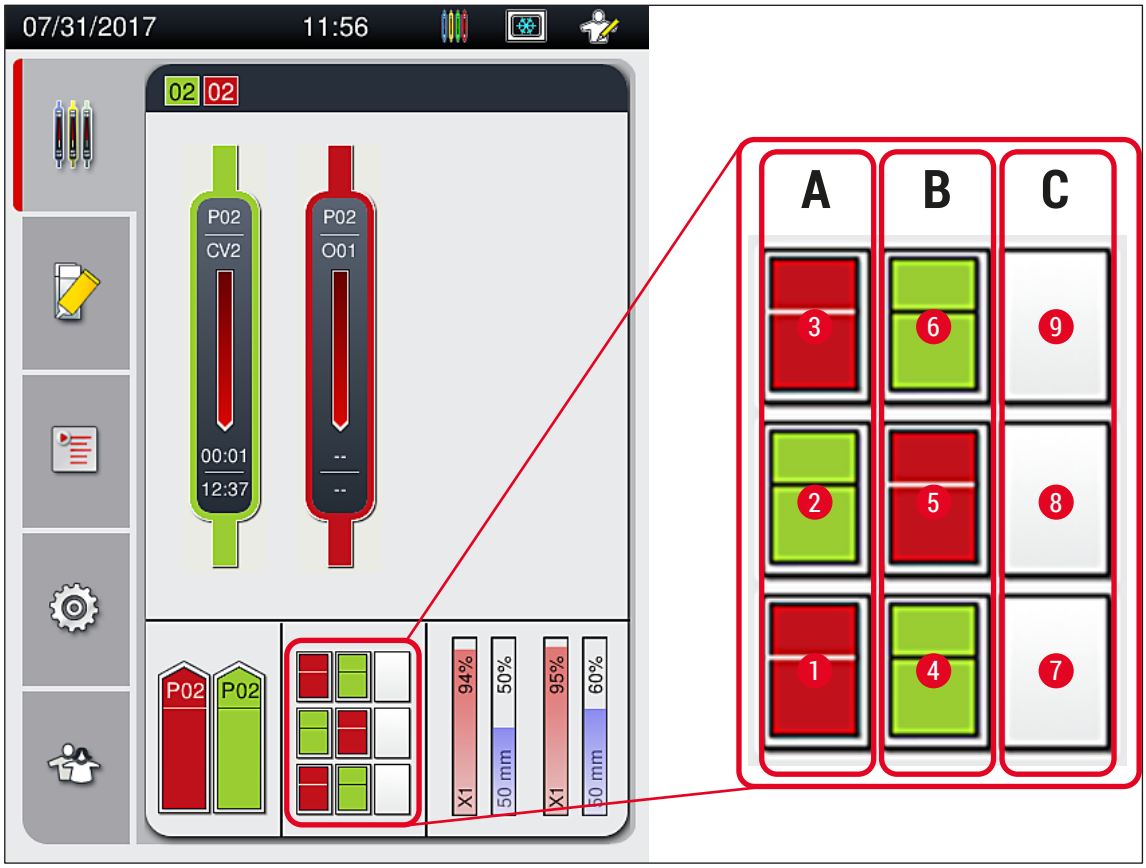

Fig. 75
- Il cassetto di uscita può contenere fino a 9 portavetrini. I portavetrini vengono posizionati nel cassetto di uscita nella sequenza mostrata da A1 a C9 (→ Fig. 75).